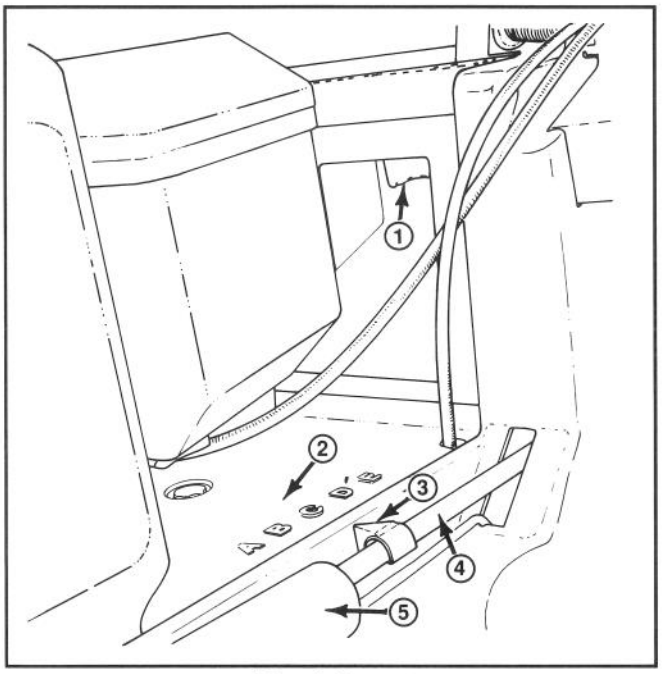

Afbeelding 13
2. Gebruik één of twee vingers om de maaihoogtehendel in te duwen (Afb. 13).